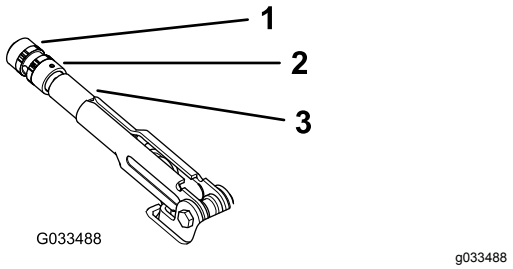

Figur 57
2. Lossa ställskruven som fäster ratten på parkeringsbromsspaken (Figur 57).
3. Vrid vredet (Figur 57) tills kraften för att använda spaken är 20 till 22 kg.
4. Dra åt ställskruven när du är färdig (Figur 57).